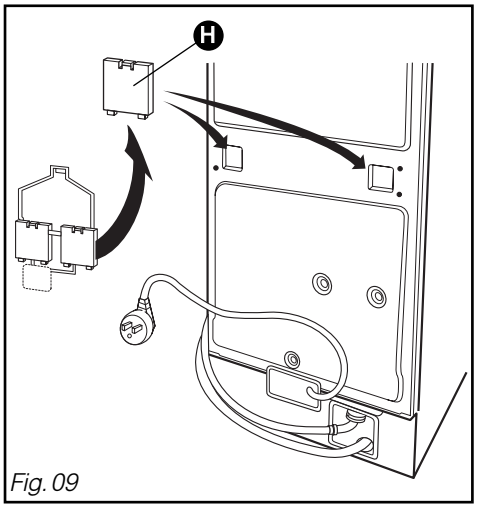

Fig. 09
– Bouchez les trous laissés par la bride à l'aide des 2 **caches restants** H *(Fig. 09)* et revissez les 4 **vis** E à leur emplacement d'origine dans la carrosserie.